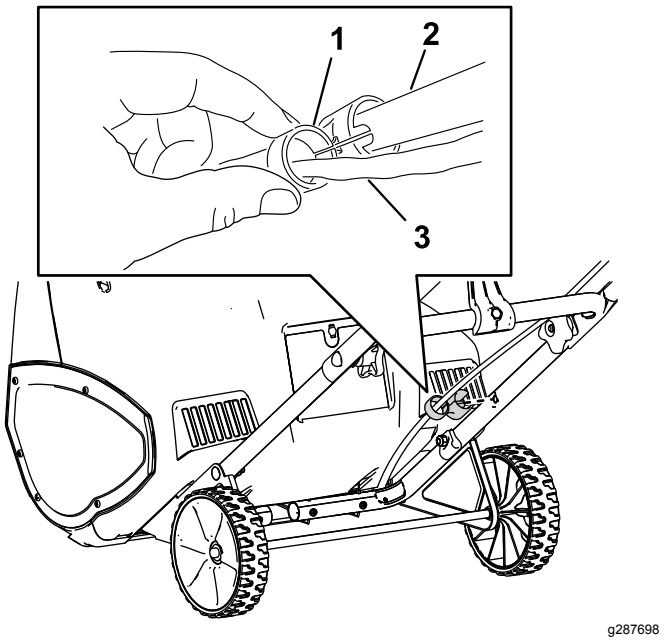

Рисунок 2
4. Присоедините направляющую шнура к рукоятке (Рисунок 2).